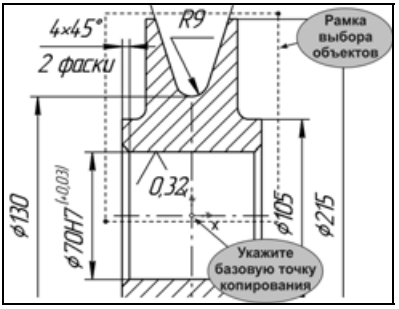

Рис. 6.75
- Выполните команду **Выделить | Рамкой** и сформируйте прямоугольную рамку выбора объектов, указав две ее угловые точки (рис. 6.75). Все объекты, целиком попавшие в рамку выбора, выделены цветом. Горизонтальная ось симметрии детали также должна попасть в группу выбора.